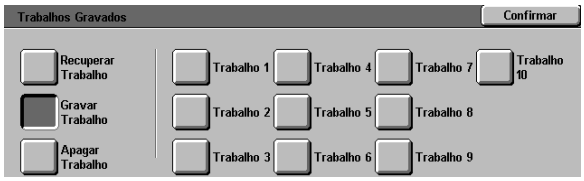

Figura 3: Opção Trabalhos Gravados seleccionada
2. Seleccione o ícone **Trabalhos Gravados**, no separador Criar Trabalho, para visualizar o ecrã Trabalhos Gravados, ilustrado na Figura 3.